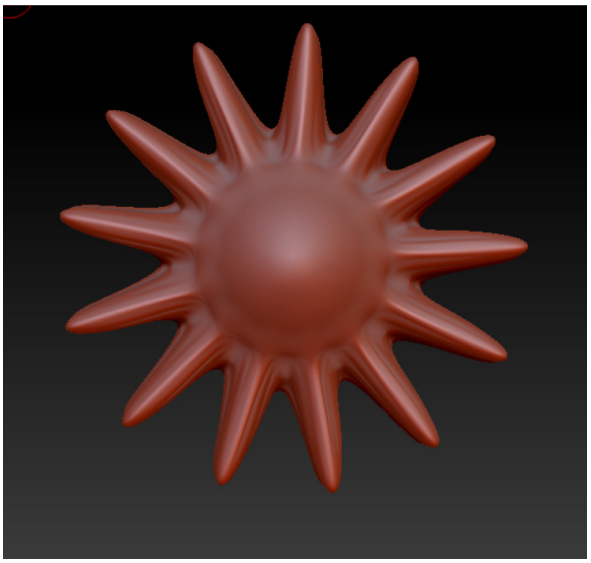

Figure 3-144 *Shape of the flower smoothened*
1. Expand the **Geometry** subpalette in the **Tool** palette. In this subpalette, click five times on the **Divide** button; the value of the **SDiv** slider becomes equal to 6; the flower is smoothened, as shown in Figure 3-144.